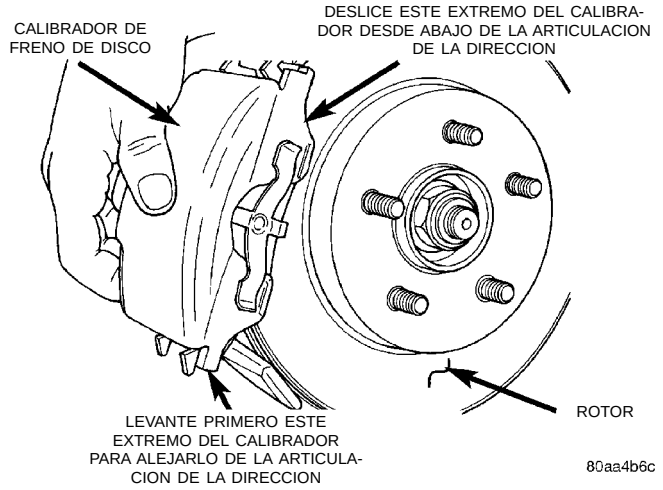

Fig. 55 Desmontaje del conjunto de calibrador de la articulación de la dirección
(4) Retire el calibrador de la articulación de la dirección, haciendo girar primero el extremo libre del calibrador para separarlo de la articulación de la dirección. Después deslice el extremo opuesto del calibrador para sacarlo de debajo del tope maquinado de la articulación de la dirección (Fig. 55).